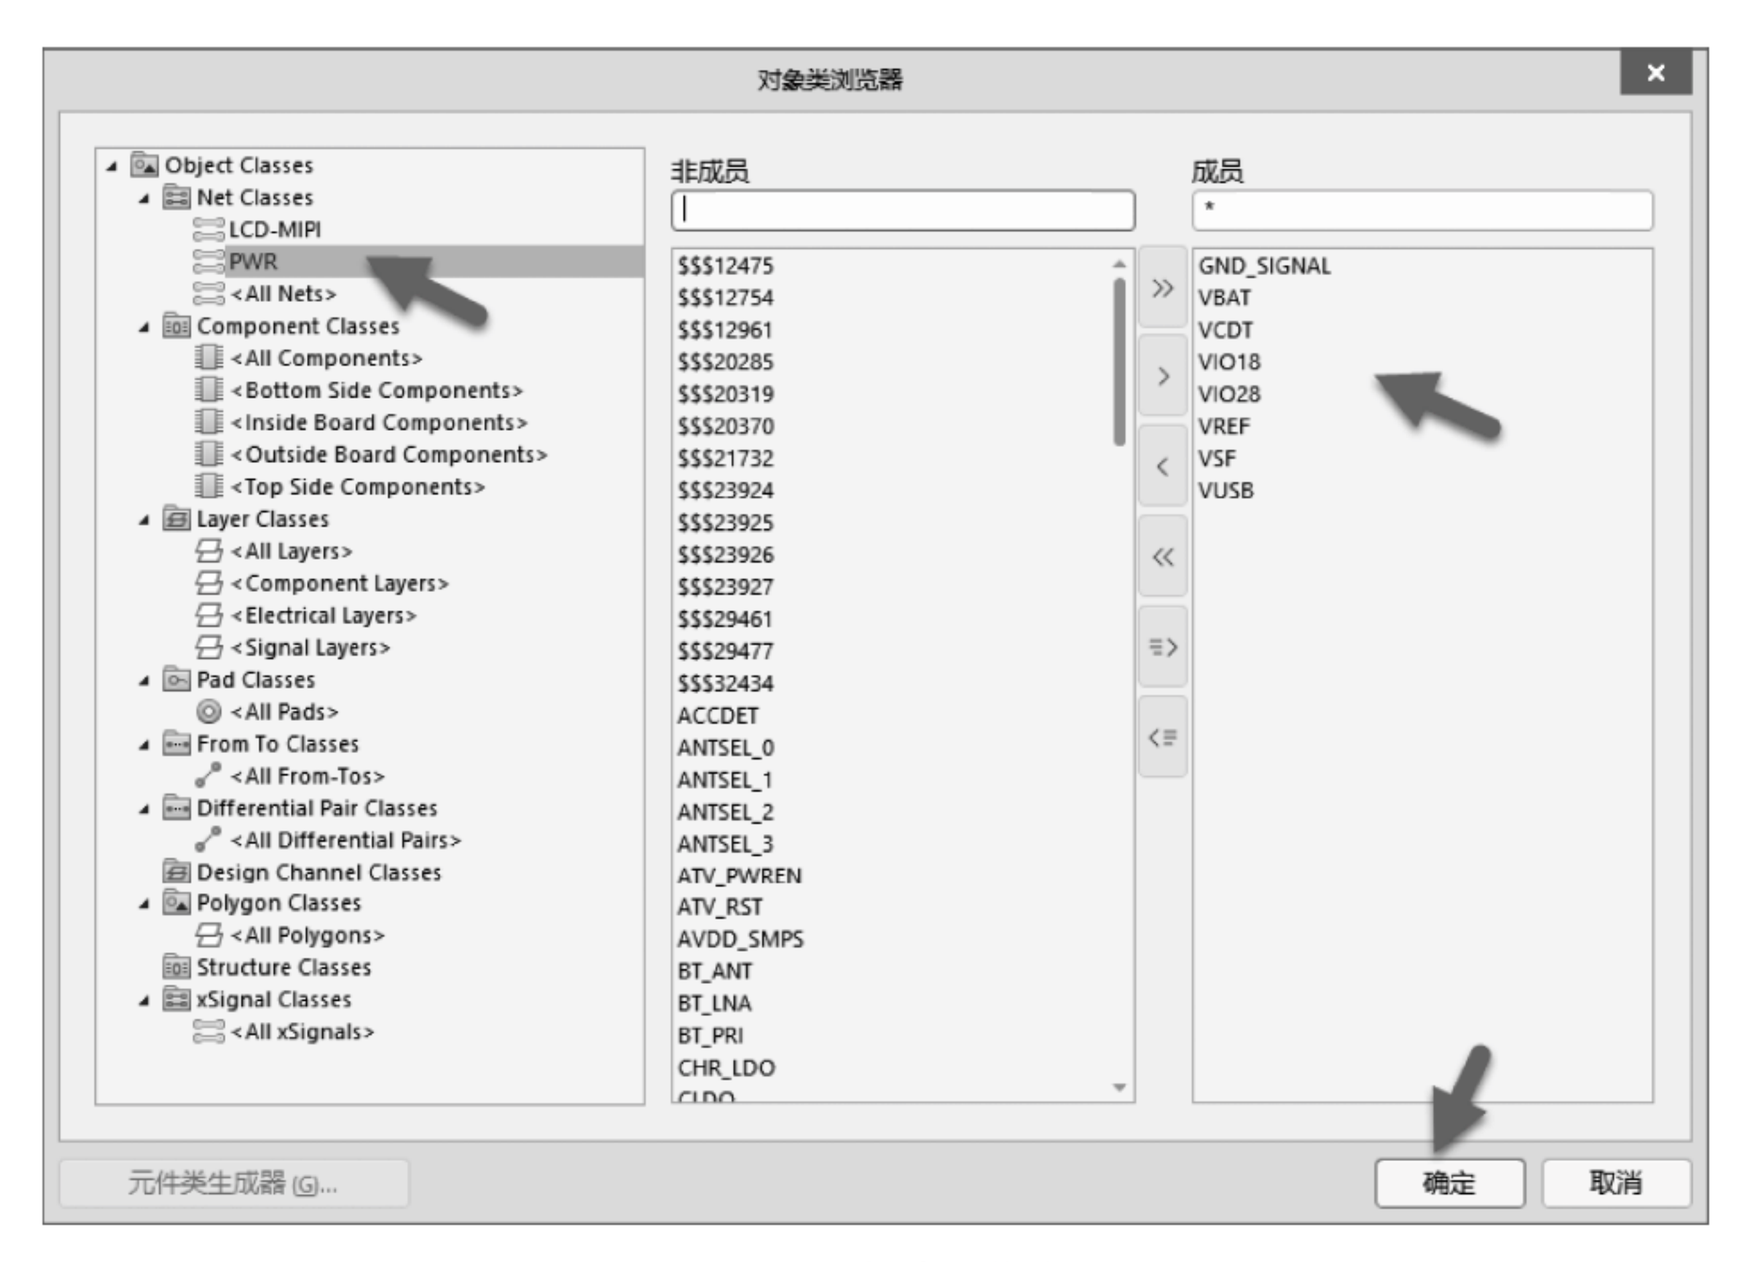

图 7-35　创建网络类
(2) 设置 Class，方便信号的快速识别及划分。按快捷键 D+C，进入“对象类浏览器”对话框，建立网络类，如图 7-35 所示。在“非成员”列表栏中找到相应的网络，单击 › 按